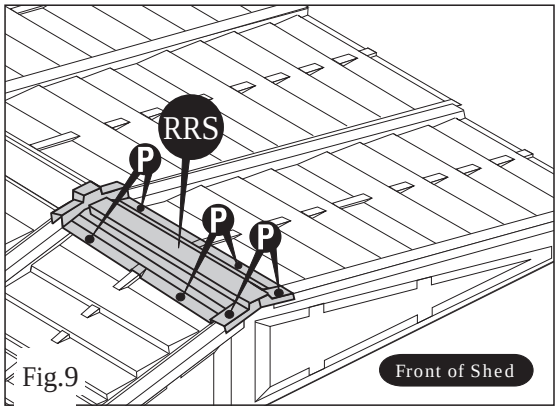

Fig.9
4. Attaching the ridge cover (RRS) on top of the roof panels (RP↑) start from the front side of the shed. See Figures 9 thru 12.